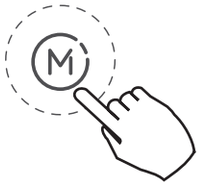
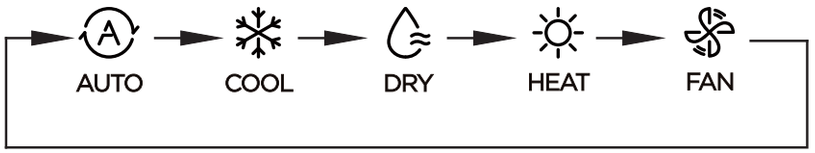

Fig. 11 — Mode
Fig. 12 — Operation Modes
- Press **MODE** (see Fig. 11) to set the **OPERATION MODE** (see Fig. 12) (**HEAT** function is invalid for a **COOL** only type unit).